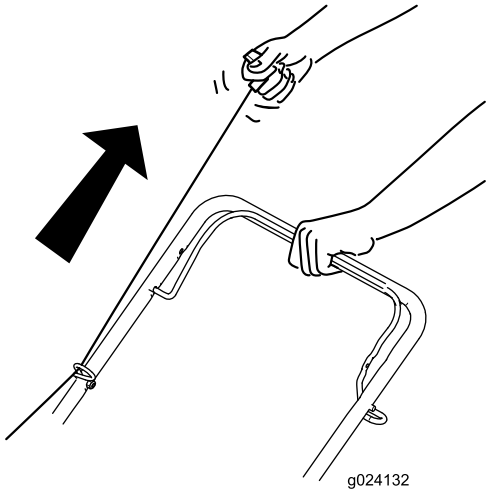

Figura 12
3. Tire de la cuerda de arranque (Figura 12).